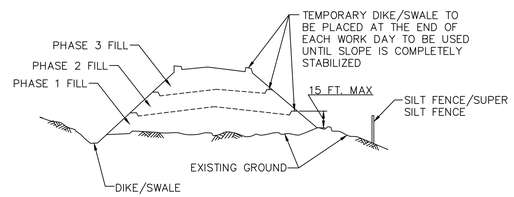

FIGURE B.2: INCREMENTAL STABILIZATION – FILL
- D. CONSTRUCTION SEQUENCE EXAMPLE (REFER TO FIGURE B.2):